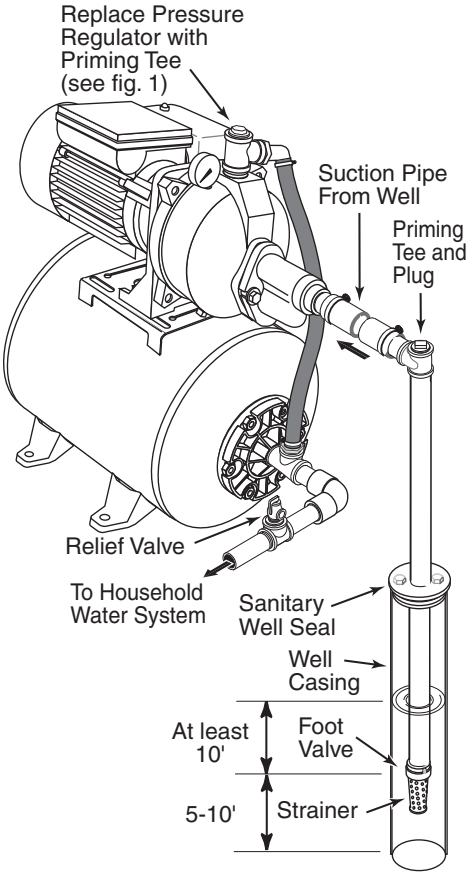

Figure 4 - Cased Well Installation
6. Install a priming tee, priming plug, and suction pipe to the pump (see Figures 4 and 5). Connect the pipe from the well to the pump suction port, using the fewest possible fittings – especially elbows – as fittings increase friction in the pipe. The priming tee is optional.
- The suction pipe should be at least as large as the suction port on the pump (include a foot or check valve – see Figures 4 and 5).